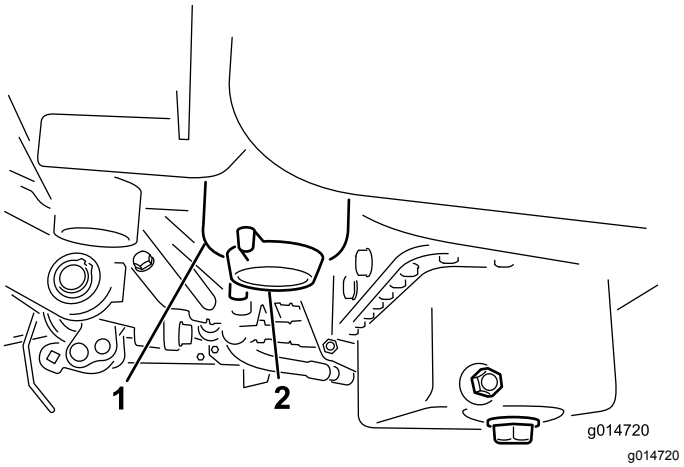

Figur 31
3. Åbn aftapningsproppen på brændstoffilteret ca. en omgang, og aftap eventuelt ansamlet vand (Figur 31).